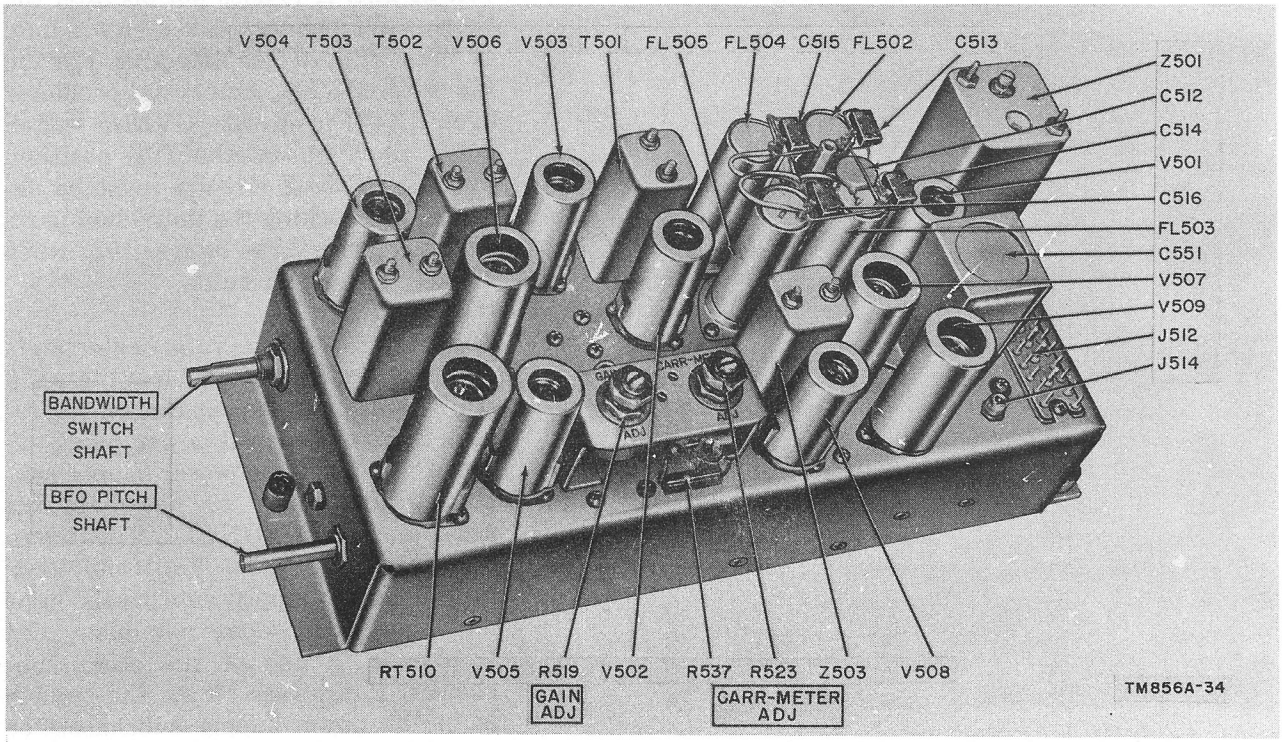

Figure 64. If subchassis, top view.
h. If the reading on the vtvm is less than —7 volts, loosen the hexagonal lock nut and adjust GAIN ADJ control R519 located on the if subchassis (fig. 64) to obtain a reading of —7 volts. A reading of greater than —7 volts generally indicates low gain in the rf subchassis.